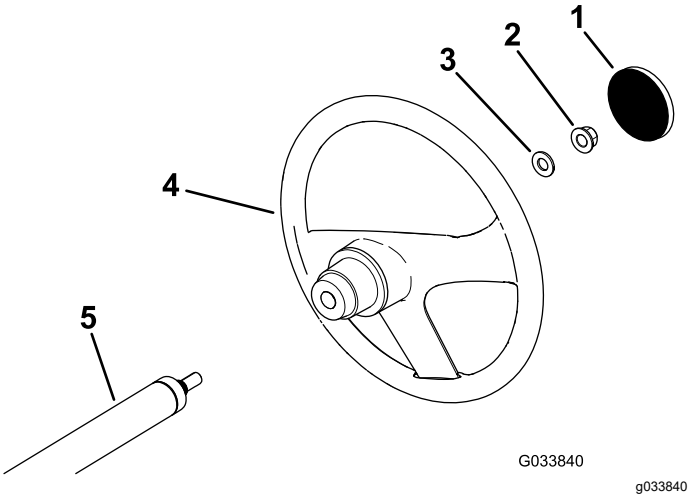

Figur 3
1. Hvis dekselet er montert, må du fjerne det fra rattet (Figur 3).
2. Fjern låsemutteren (1/2 tomme) fra rattstangen (Figur 3).
3. Før rattet og skiven (1/2 tomme) inn på rattstangen (Figur 3).
5. Monter dekselet på rattet (Figur 3).